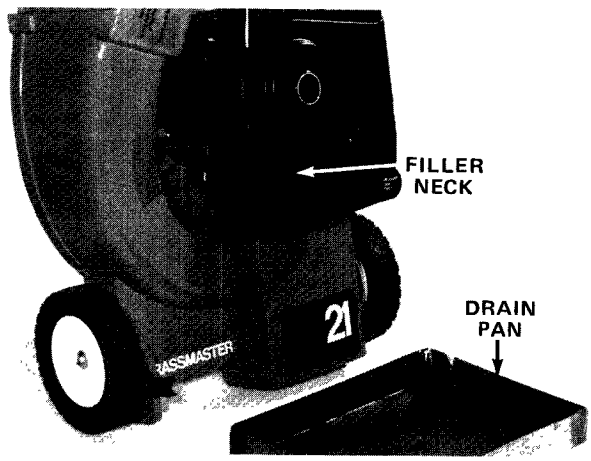

Figure 22
5. Remove dipstick from filler neck. Tip mower forward so all oil drains out filler neck and into drain pan (Fig. 22). Install dipstick in filler neck.